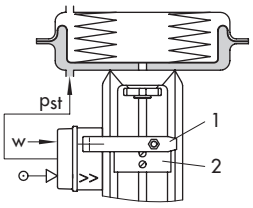
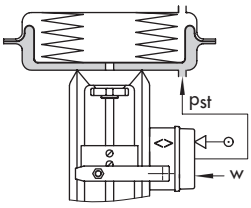
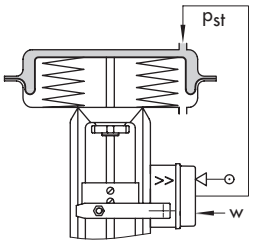
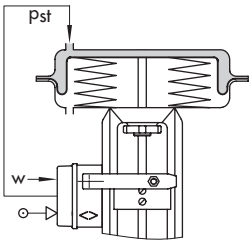

Fig. 5: *Direction of action >>*
Fig. 6: *Direction of action <>*
Fig. 7: *Direction of action >>*
Fig. 8: *Direction of action <>*
When the reference variable increases, the signal pressure can be selected to be increasing/increasing (direct action >>) or increasing/decreasing (reverse action <>). The direction of action depends on the position of the nozzle assembly that can be turned by 180°. The visible marking (>> or <>) indicates which direction of action is effective. On changing the direction of action or the fail-safe position, note that the positioner must also be mounted in a different position (Fig. 5 to Fig. 8).
Fig. 5 to Fig. 8 schematically illustrate the arrangement of the actuator, mounting position of the positioner, reference variable, and direction of action.
Actuator stem extends (Fig. 5/Fig. 6)
Actuator stem retracts (Fig. 7/Fig. 8)
Fig. 5 to Fig. 8 illustrate the different directions of action and the mounting positions of the positioner. Right and left attachment apply when looking onto the lever (1) and plate (2).